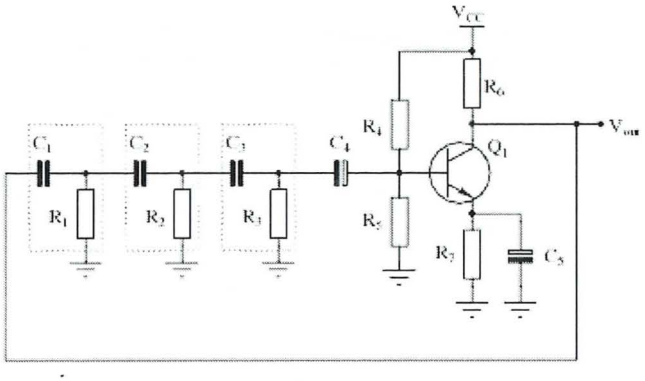

Figure 2.12
1. From the circuit in Figure 2.12 Answer question below.